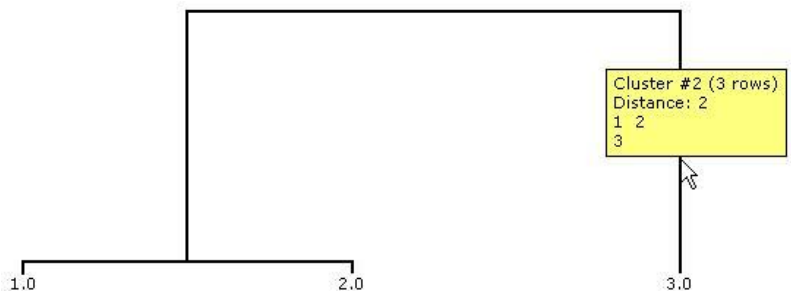

Figure 8.4: Viewing a complete linkage
Complete linkage: The distance between two clusters is equal to the distance between the two furthest members of those clusters (Figure 8.4). The distance between two clusters is determined by the largest distance between any two objects in the two clusters ("furthest neighbors"). Complete linkage tends to produce clusters that are spherical and compact. This method usually performs well when the objects actually form naturally distinct "clumps." Figure 8.4 shows complete linkage on 1, 2, and 3. First, 1 and 2 are combined with a distance of 1. Next, the clusters (1, 2) and (3) are combined with a distance of 2 (the distance from 3 to 1).